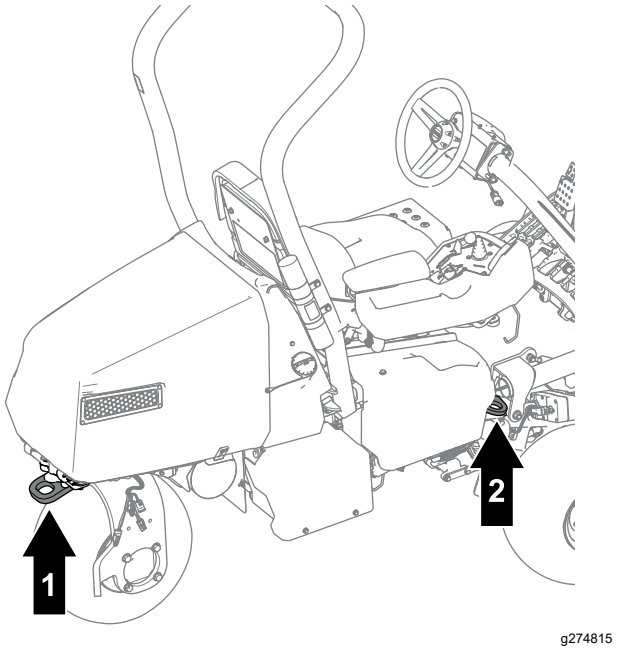

Figura 37
- Amarre la máquina firmemente con correas, cadenas, cables o cuerdas. Tanto las correas delanteras como las traseras deben orientarse hacia abajo y hacia fuera respecto a la máquina (Figura 37).